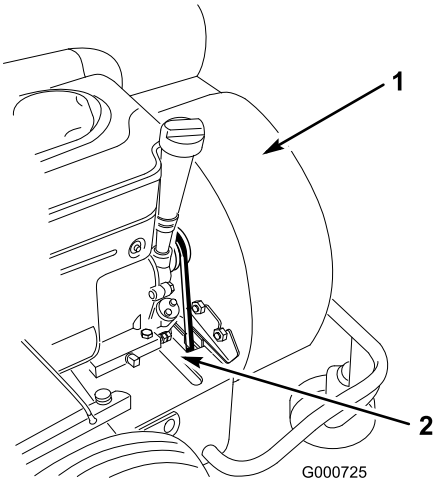

Figur 36
11. För in remmen över remskivan och ned genom öppningen (Figur 36).